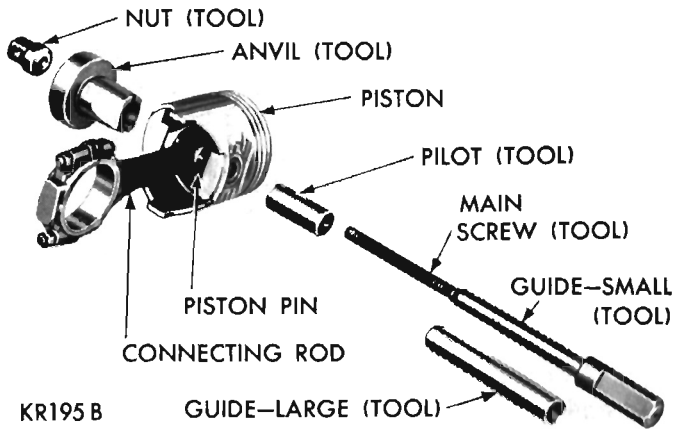
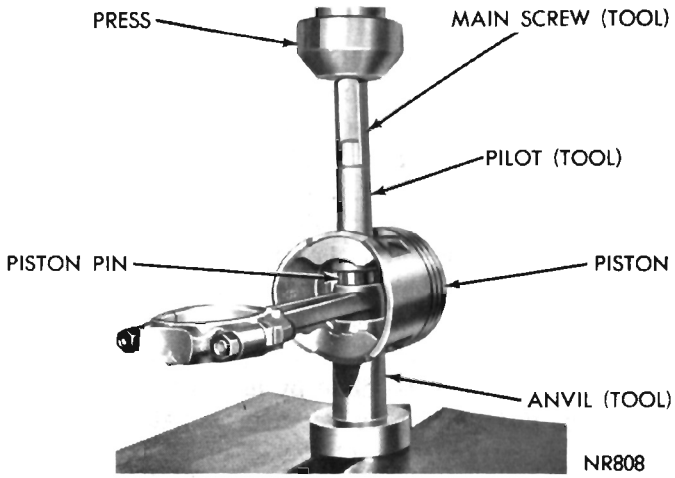
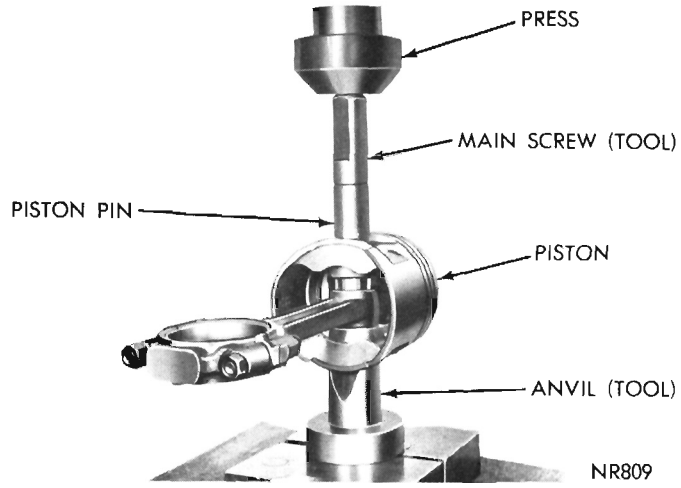

Fig. 42—Tool Arrangement for Removing Piston Pin
Fig. 43—Removing Piston Pin
Fig. 45—Installing Piston Pin
(1) Arrange Tool C-3684 parts for removal of piston pin, (Fig. 42).
(2) Install pilot on main screw.
(3) Install main screw through piston pin.
(4) Install anvil over threaded end of main screw with small end of anvil against piston boss. **Be sure spring is removed from anvil.**
(5) Install nut loosely on main screw and place assembly on a press, (Fig. 43).
(8) Install nut on puller screw to hold assembly together. Place assembly on a press (Fig. 45).
(9) Press piston pin in until piston pin "bottoms" on the pilot. This will position pin in connecting rod.
(10) Remove tool and arrange tool parts and piston assembly in same manner (Fig. 42).